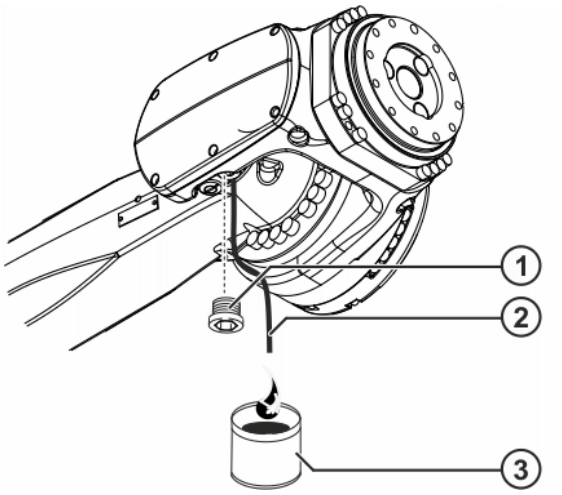

Fig. 8-13: Draining the gear oil from A5 and A6
3. Put the robot into operation, move axis 4 to the 0° position, and then secure the robot by activating the EMERGENCY STOP device (>>> *Fig. 8-13*).